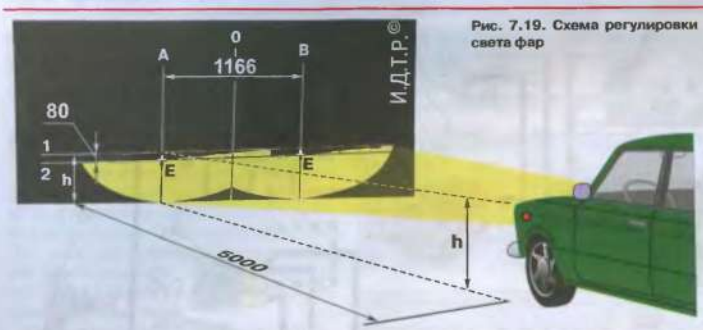

Рис. 7.19. Схема регулировки света фар
1. Разметьте экран (фанерный щит размерами примерно 2х1 м) согласно рис. 7.19 или нанесите разметку на гладкую стену, перед которой есть ровная горизонтальная площадка размером не менее 10х3 м.
***У правильно отрегулированных фар верхняя граница световых пятен должна совпадать с линией 2 (см. рис. 7.19), а точки пересечения горизонтального и наклонного участков световых пятен – с линиями* А и В.**